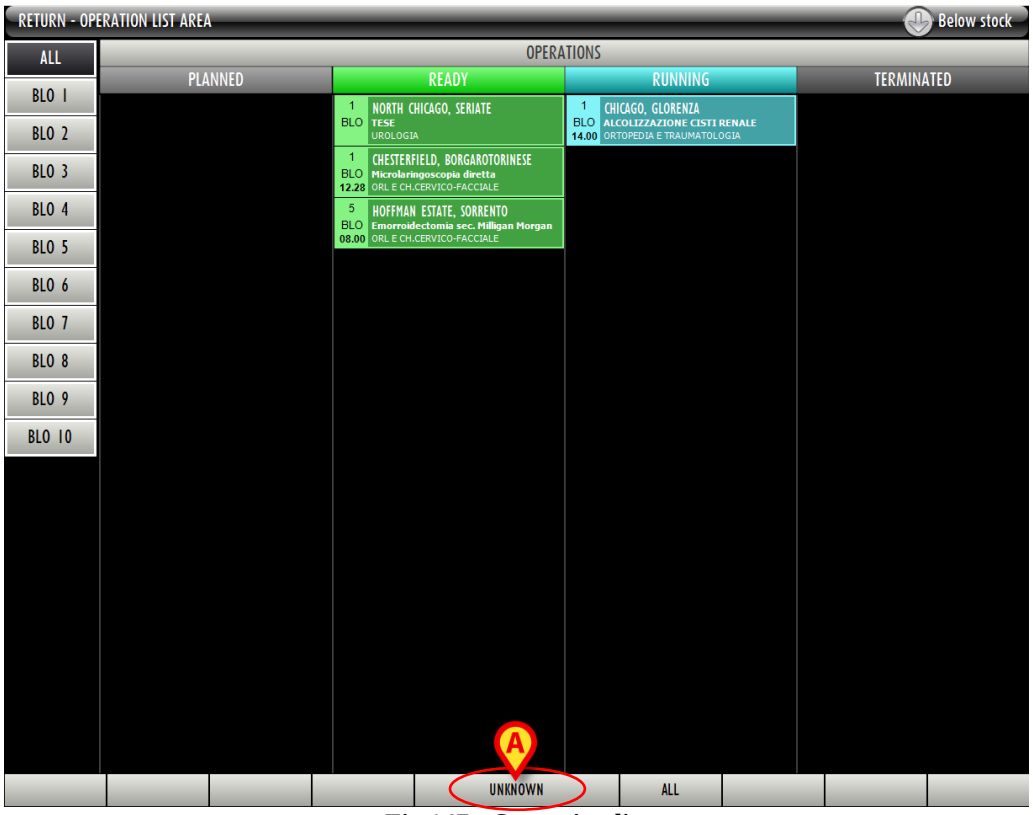

Fig 147 - Operation list
The "Operation list" screen opens (Fig 147):
- Click the **Unknown** button on the command bar (Fig 147 **A**).